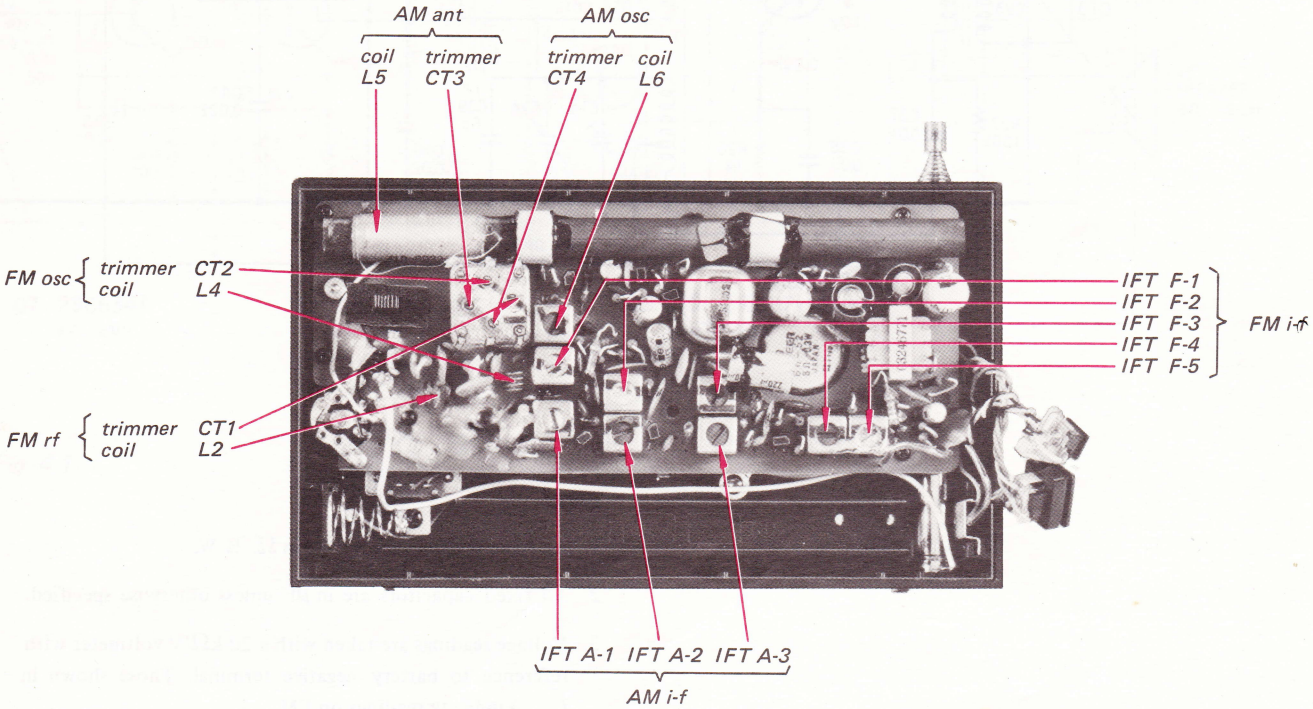

Fig. 3-4. Adjustment locations
2. Set the FM rf signal generator to AM modulation mode and turn the core of FM i-f discriminator transformer IFT F5 (see Fig. 3-4) to obtain the minimum voltage reading on the VTVM.